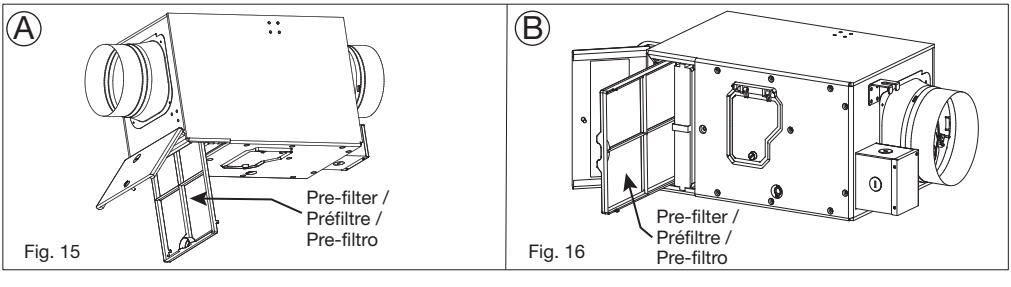

Fig. 15 Fig. 16
4. Pull out the Pre-Filter and clean it with water (Fig. 15 and Fig. 16).
4. Retirez le préfiltre, nettoyez-le avec de l'eau (Fig. 15 et Fig. 16).
4. Retire el Pre-filtro y limpielo con agua (Fig. 15 y Fig. 16).